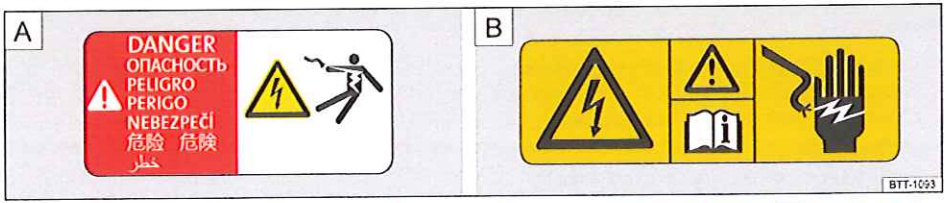

Fig. 178 [A] Plaquette d'avertissement sur la présence de composants haute tension. [B] Plaquette générale d'avertissement sur la présence d'une haute tension.
- Sur les caches et capuchons des composants haute tension derrière lesquels se trouvent des composants soumis à une haute tension → fig. 178 [A].
- Sur la traverse de serrure dans le compartiment-moteur → fig. 178 [B].